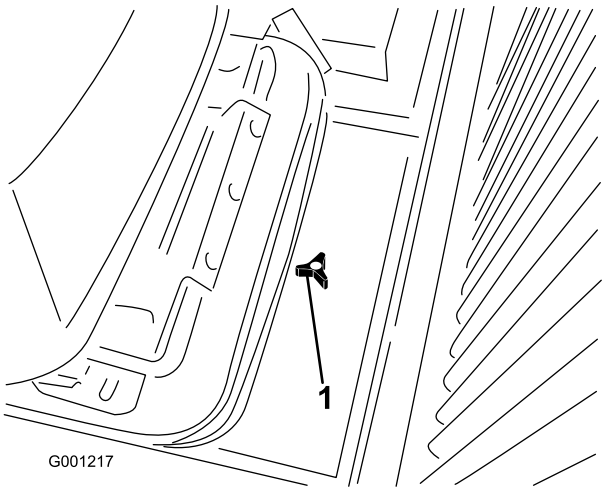

**Figur 31**
1. Løsn knappen, og fjern adgangsdækslet bagest på sædemonteringspladen (Figur 31).